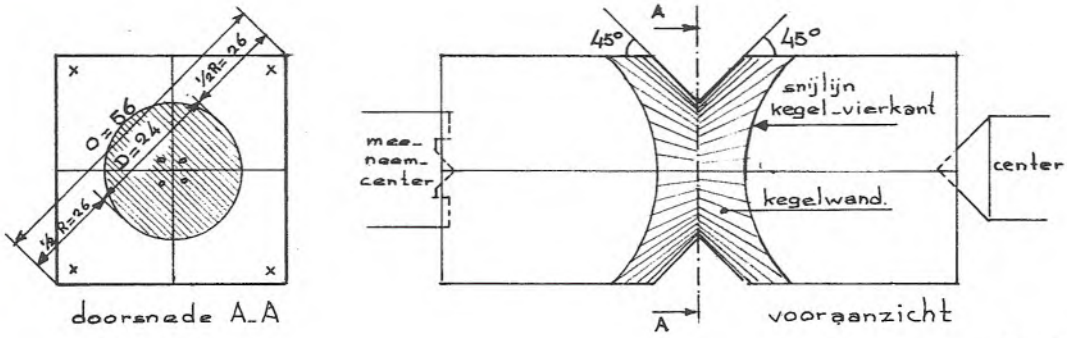

Figuur 2
3 Na het harden van de lijm ga je de twee gelijmde delen met hun breedste vlakken tegen elkaar lijmen. Als je nu tegen de kopse kant kijkt zie je een vierkant, verdeeld in vier kleine vierkantjes (figuur 2, doorsnede A - A).
diameter hebben dan 24 mm (zie bepaling wanddikte). Draai de scherpe kanten van de rest van het vierkante hout er niet af. Op de grens van de kegel met het vierkant ontstaat een gebogen lijn (zie figuur 2 vooraanzicht).
- Een vierkant van 2 x 20 mm heeft een overhoekse maat O van 40 x $\sqrt{2}$ = 56 mm ($\sqrt{2}$ = 1,41) (figuur 2 doorsnede A - A).
- De diameter D die moet blijven staan na de eerste draaigang wordt dan 56 - 32 = 24 mm. Deze maat kun je, tijdens het draaien, meten met een passer of schuifmaat. Maak je deze maat D groter dan wordt de wanddikte groter en omgekeerd (zie figuur 2, doorsnede A - A).